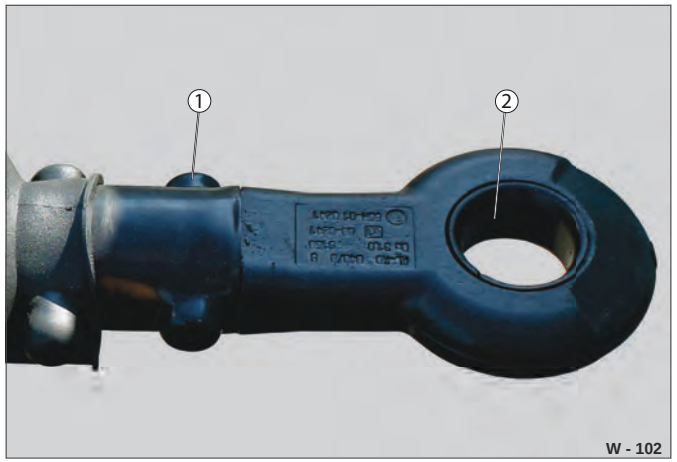

Fig. 54 Smøring af trækøje
▶ Smør slitagebøsningen (Fig. 54 /2) og den afrundede del af trækøjet med højtryksfedt med lang levetid.
▶ Efterspænd skruebolten (Fig. 54 /1).